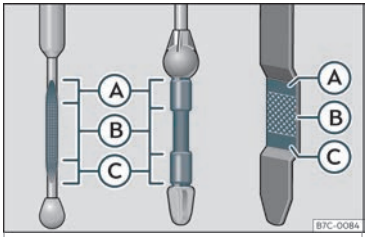

Abb. 203 Ölmessstab
– Den Messstab anschließend wieder herausziehen und den Ölstand ablesen ››› **Abb. 203**. Füllen Sie gegebenenfalls Motoröl nach.
- Wenn der Ölstand mindestens den Bereich >>> **Abb. 203** Ⓑ erreicht hat, vorsichtig den Deckel des Einfüllstutzen aufschrauben >>> ❗.
Liegt der Ölstand über dem Bereich >>> Abb. 203 Ⓐ, starten Sie den Motor bitte nicht. Dies könnte zu einer Beschädigung des Motors und des Katalysators führen. Wenden Sie sich an einen Fachbetrieb.
Der Ölstand darf keinesfalls über dem Bereich>>> Abb. 203 Ⓐ stehen, andernfalls könnte Öl über die Entlüftung der Motorölwanne angesaugt werden und über die Abgasanlage in die Atmosphäre gelangen.